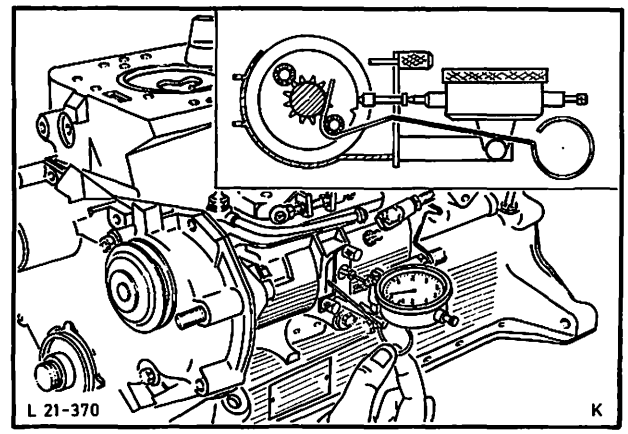

Abb. 78 Spielausgleichschlüssel in Pumpenöffnung einsetzen
53. Spielausgleichschlüssel in Pumpenöffnung einsetzen und leicht nach unten drücken. Bei Veränderung des Meßwertes „0" muß die Pumpe nachkorrigiert werden, Abb. 78.